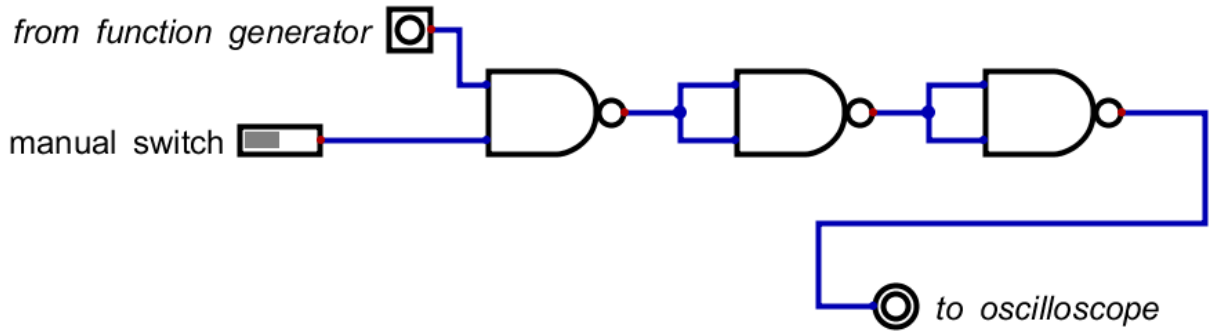

Fig. 10: Setup for further signal propagation measurements
- Extend your circuit according to Fig. 10